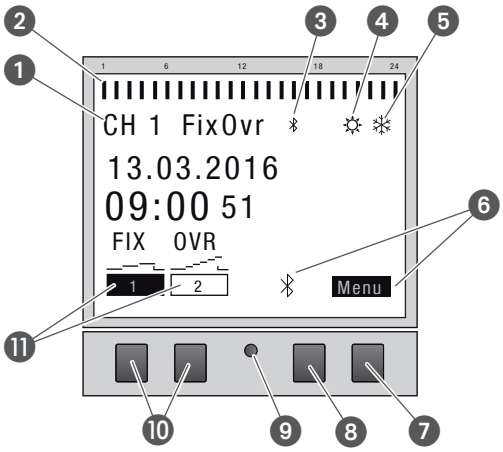

Rys. 2: Konstrukcja wyświetlacza
Wyświetlanie funkcji obu prawych przycisków (Rys. 2/❼ + ❽)
Wyświetlanie funkcji obu lewych przycisków (Rys. 2/⑩)
Struktura menu wyświetla się na wyświetlaczu po naciśnięciu przycisku menu (Rys. 2/❼).